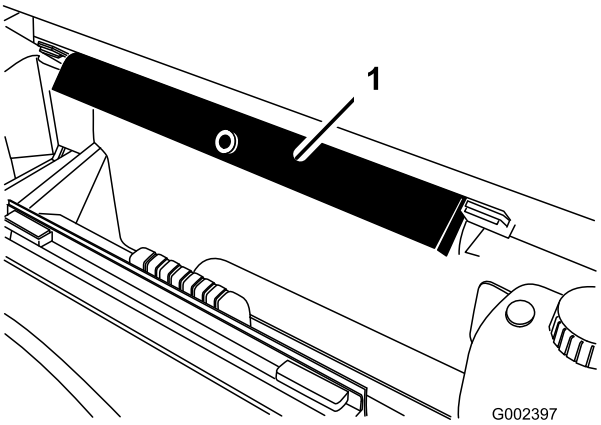

Figur 40
2. Fjern ladstøtten fra opbevaringsbeslagene bag på styrtbøjlepanelet (Figur 40).